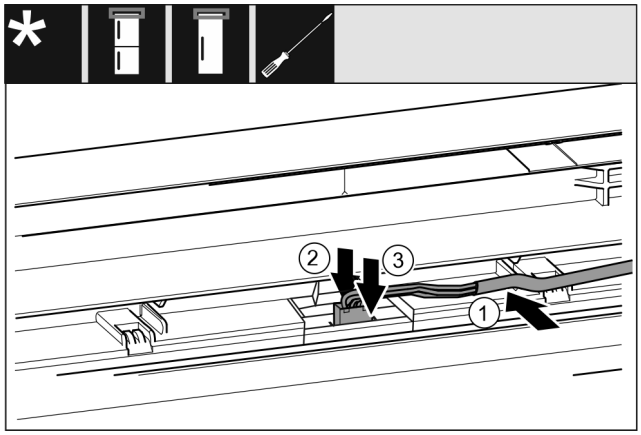

*Fig. 63 Ledusskapja / saldētavas kombinācijas / saldēšanas kameras / ledusskapji**
▶ Ievietojiet kabeli *Fig. 63 (1)* vadotnē augšējās durvīs.*
▶ Spiediet fiksācijas izcilni *Fig. 63 (2)* uz aizmuguri.*
▶ Nofiksējiet spraudni *Fig. 63 (3)*.*